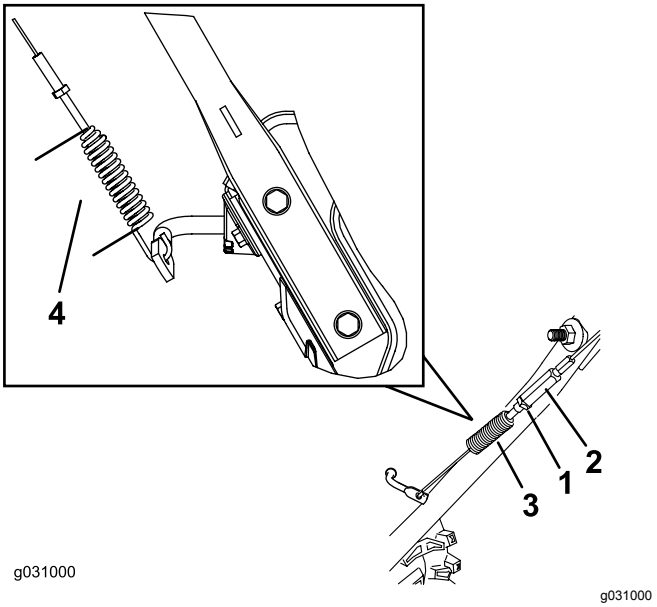

Figur 38
3. Løsn eller tilspænd spændemøtrikken for at justere fjederens længde til 7 cm som vist i Figur 38.
4. Tilspænd kontramøtrikken (Figur 38), og sørg for, at kablet strammes en anelse.